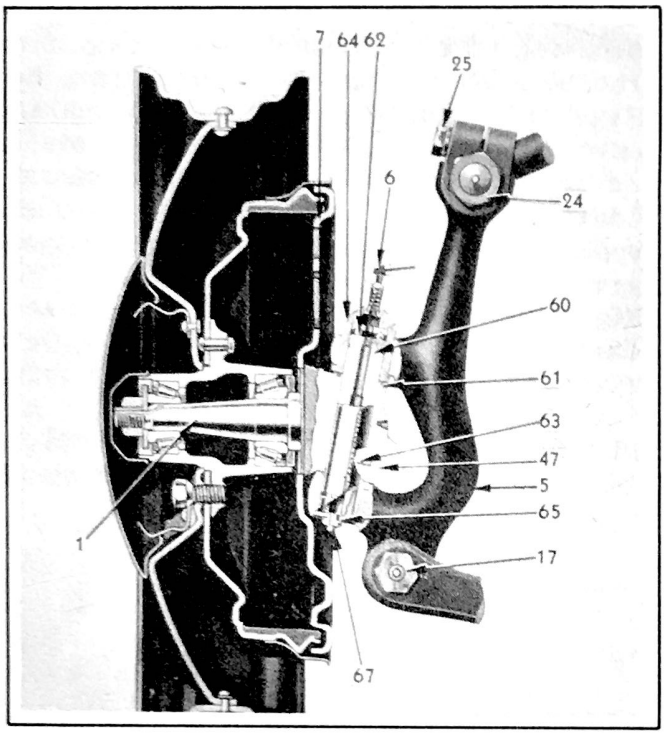
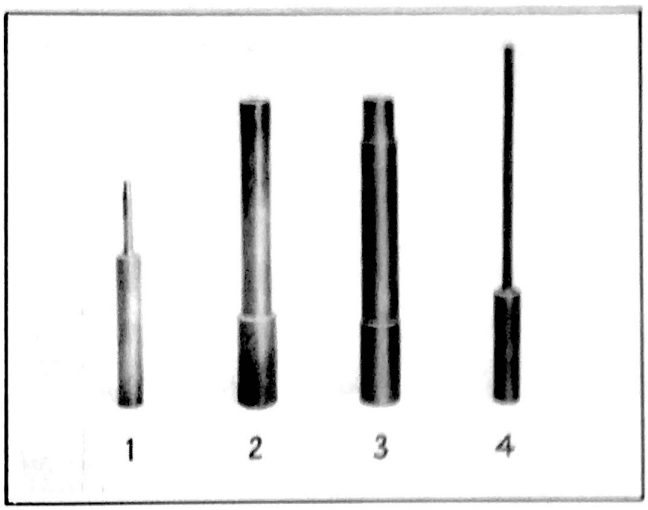

Figure 319 - Steering Spindle Section
Figure 322 - Steering Spindle Pivot Pin and Bushing Removing and Replacing Set
STEERING PIVOT PIN GREASE RESERVOIR. A 90° reservoir type of grease fitting, Fig. 321, is used on models 14,15,17 and a 67-1/2° grease fitting, Fig. 319 not of the reservoir type, is used on all other models.
hub cap. Remove inner cap with tool J 728 A. Remove steering spindle nut cotter pins. Remove steering spindle nuts, spindle washer, outer bearing cage, front wheels and brake drum assemblies. Remove the nuts from the four bolts holding brake backing plate (7), Fig. 316, to the spindle. Push Auto-Poise connectors (38), Fig. 316, out of the way. Remove brake backing plate (7) and place it or wire it to the front suspension upper arm assembly. Remove key, nut and washer holding the steering arm (47) to the steering spindle (1). Drive steering arm (47) out of steering spindle (1) with tool J 1373. Remove cotter pin, nut and lower control arm pivot bolt (17). Remove eccentric bushing locking screw (25) and bushing (24). Remove steering spindle (1) and steering spindle support (5) together. Remove grease fitting (6) at the top of steering spindle (1). Drive pivot pin (60) from the top using tool J 479 (No. 1, Fig. 322) through the hole in the upper end of steering spindle left when the oiler was removed. The expansion plug and relief valve (67) at the bottom of the spindle will be forced out. Then insert the long driver tool J 479 (No. 4 in Fig. 322) and drive pivot pin (60) out.
STEERING SPINDLE SUPPORT BUSHING AND THRUST BALL CUP REMOVING. Hold steering spindle support (5), Fig. 319, in a vise so that bushing can be forced out. Drive thrust ball cup (upper bushing) (64) out with a copper hammer. Insert driver tool J 990, Fig. 322, into the lower bushing (65) and drive it out.
STEERING SPINDLE SUPPORT BUSHING AND THRUST BALL CUP REPLACING. Support steering spindle support (5), Fig. 319, in a vise so that bushing (65) and thrust ball cup (64) can be driven in. Use the tool J 990 (No. 3 in Fig. 322) and install the thrust ball cup (upper bushing). Have the top of steering spindle support well supported. Use the tool J 990 (No. 3 in Fig. 322) and install the lower bushing. Have the bottom of steering spindle support well supported.
STEERING SPINDLE SUPPORT REMOVING. Place jack under lower support arm (9) and raise front wheels clear of the floor. Remove outer hub cap, and inner hub cap, using tool J 728 A, outer wheel bearing, tire wheel and hub assembly and inner wheel bearing. Remove brake backing plate (7) and place on top of frame so as not to injure or disconnect hydraulic brake tube. Remove cotter pin nut and washer holding steering arm (47) to steering spindle (1). Drive steering arm (47) out of the steering spindle (1) with tool J 1373. Remove cotter pin, nut, and lower support arm outer pivot bolt (17). Remove eccentric bushing lock screw (25). Remove eccentric bushing (24) and steering spindle (1) with steering spindle support (5). Remove grease fitting (6). Drive pivot pin from the top using tool J 479 (No. 1, Fig. 322) through the hole in the upper end of the steering spindle left when the oiler was removed. The expansion plug and relief valve at the bottom of the spindle will be forced out. Then insert the long driver tool J 479 (No. 4 in Fig. 322) and drive the pivot pin out.